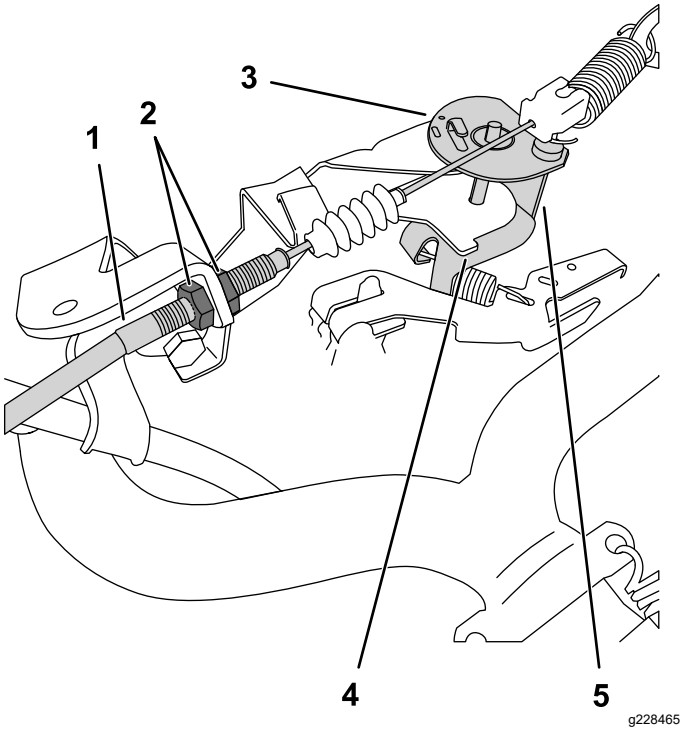

Figuur 38
3. Draai aan de gaskabel de voorste contramoer losser en de achterste contramoer vaster om het toerental in laag stationair te verhogen (Figuur 38).